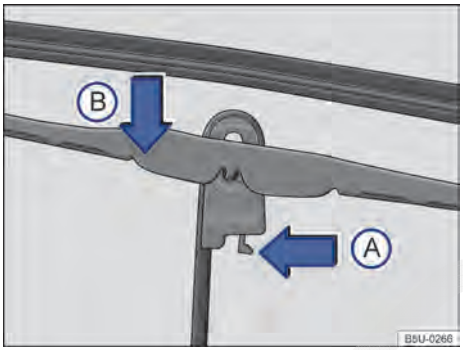

Fig. 143 Substituir as palhetas dos limpadores do para-brisa.
– Colocar a palheta em uma posição perpendicular em relação ao braço → Fig. 143.